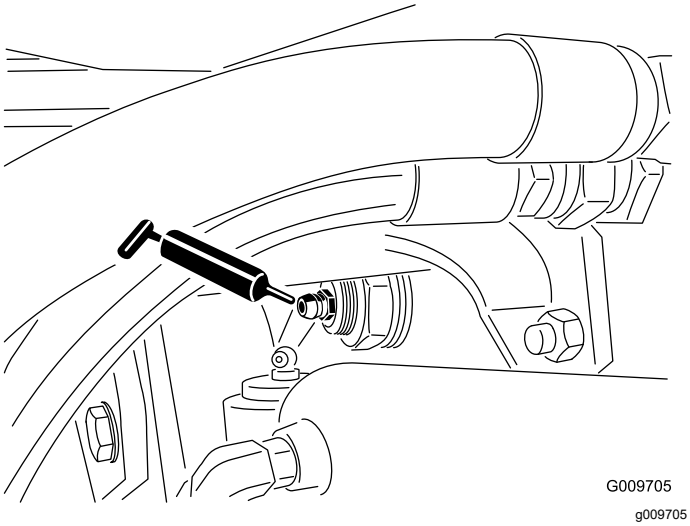

Figuur 82
- Lagerbussen van achteras (2); zie Figuur 82